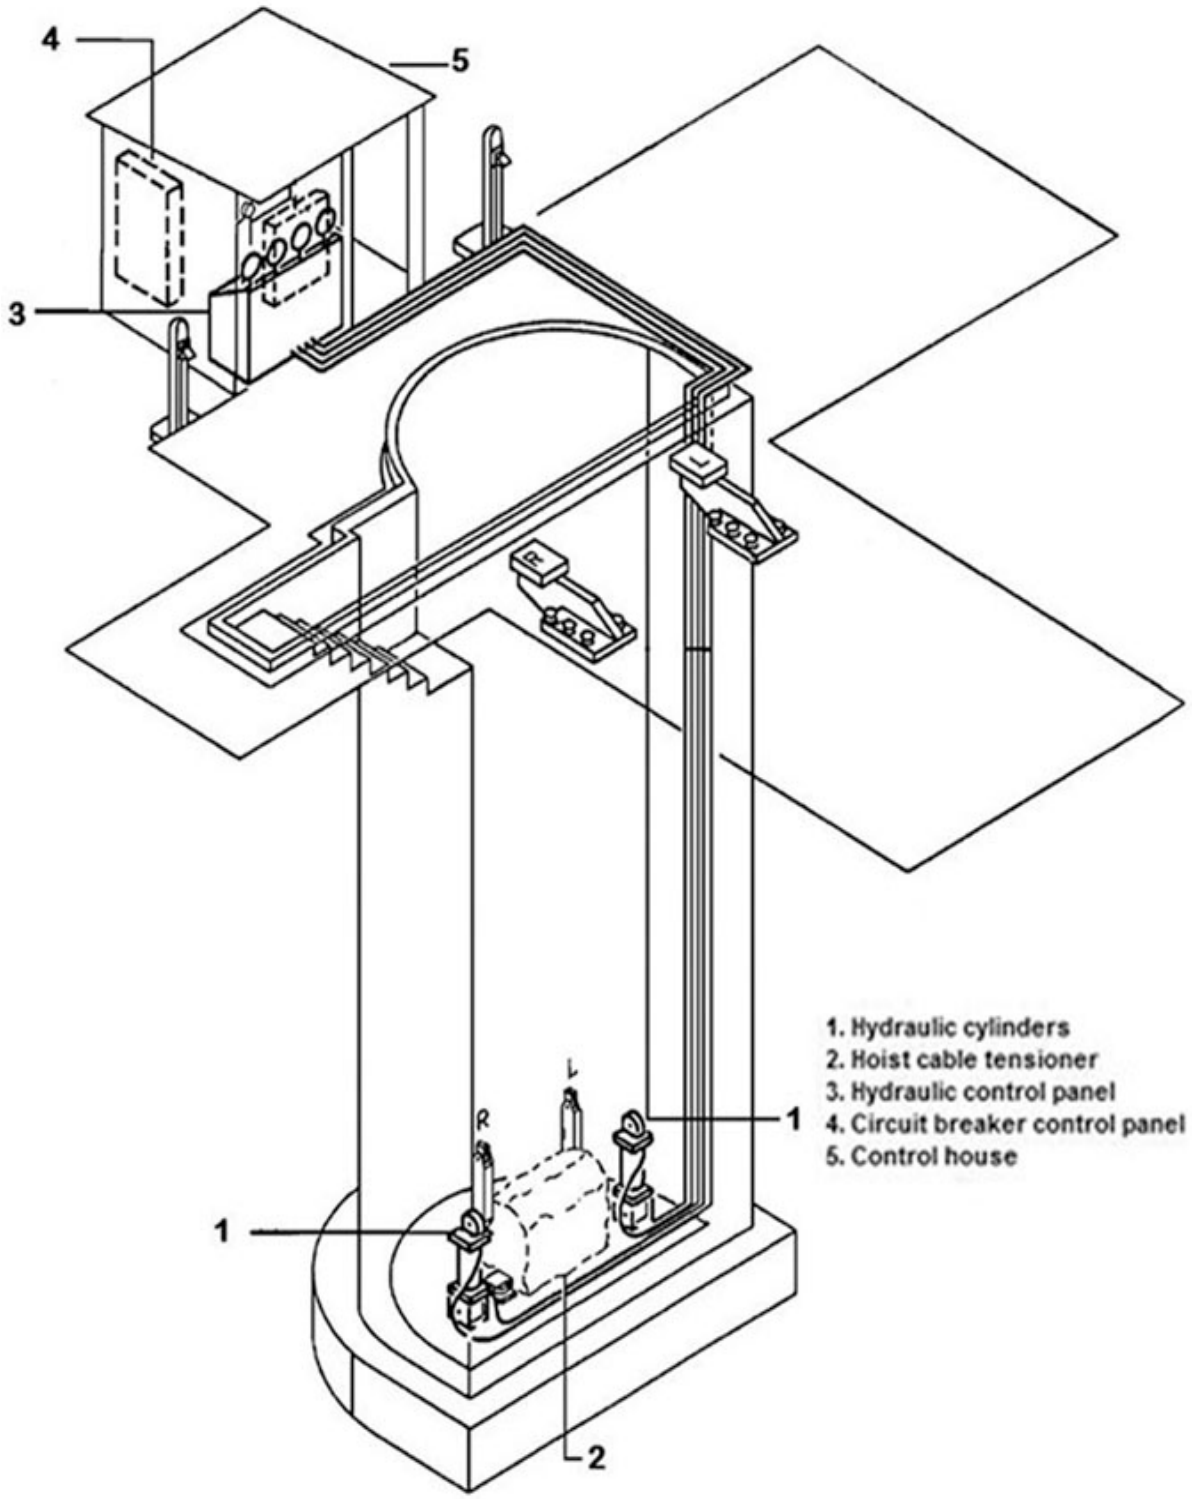

**Figure 2–12. Proofload test facility.**
The proofload test facility (PLTF) (fig. 2–12) includes a deep shaft and the equipment necessary to proofload test many items. Proofload testing determines whether items designed to hold a certain load, such as slings and cables, are safe for use within designed load capacities. Some of these items include the load-carrying components of the TE, maintenance support vans (M-Van), payload transporters (PT), and guided missile maintenance platforms (GMMP). If an item fails proofloading, it is not safe for use in the missile field.